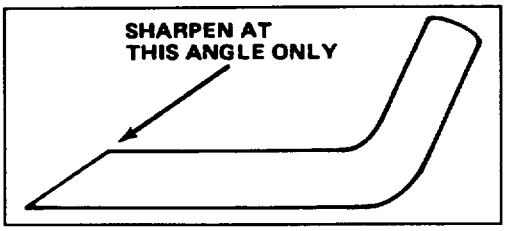

**Figure 22**
6. SHARPENING BLADE—Using a file, sharpen top side of blade and maintain original cutting angle (Fig. 22). The blade will remain balanced if same amount of material is removed from both cutting edges.